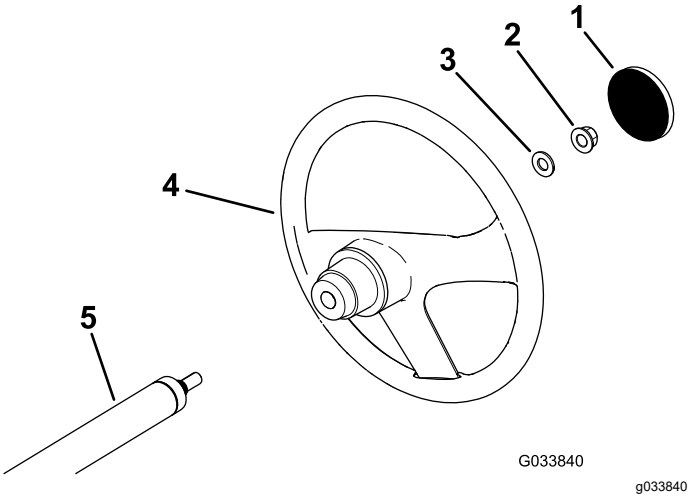

**Figur 3**
1. Hvis dekselet er montert, må du fjerne det fra rattet (Figur 3).
2. Fjern låsemutteren (1/2 tomme) fra rattstangen (Figur 3).
3. Før rattet og skiven (1/2 tomme) inn på rattstangen (Figur 3).
5. Monter dekselet på rattet (Figur 3).